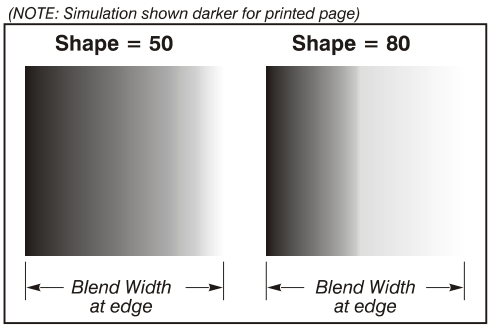

***Figure 3.20. "Shape" Examples***
- **Blend Shape** determines the rate of roll-off across the blend width, i.e. how quickly the white levels across the blend change from light and dark. Increasing the *Blend Shape* setting accelerates the rate of change at both extremes so that *less* of the region appears mid-gray (see Figure 3.20). Decreasing the *Blend Shape* setting slows the rate of change so that *more* of the region appears mid-gray. For most applications, this subtle control is best left close to 50.